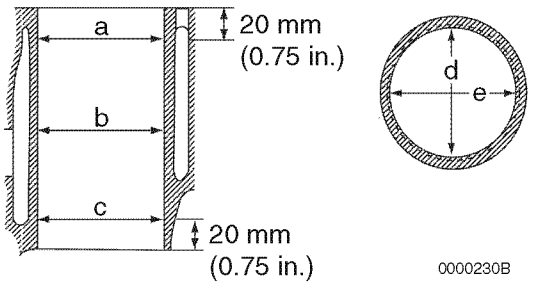

Figure 6-113
- Take measurements at three places **(Figure 6-113)** (a, b, c), and in two directions (d and e) in each cylinder.